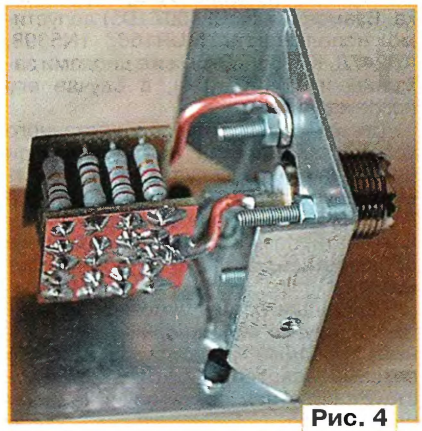

Рис. 4
**Согласованная нагрузка (рис. 4 https://lh6.googleusercontent.com/-o0LswvfcjQQ/T1vijPoinFI/AAAAAAAADW4/qxHOPSbDSHA/s720/DSC_0658.jpg).** Содержит 20 (для получения сопротивления 50 Ом) резисторов номиналом 1 кОм и мощностью 2 Вт. Резисторы соединены параллельно с помощью двух стеклотекстолитовых плат, в которых просверлено нужное число отверстий для их выводов. Такое соединение надёжно и обладает достаточно малой индуктивностью. Блок резисторов помещён в алюминиевый корпус с коаксиальным разъёмом. Проверка показала, что рассеиваемая нагрузкой мощность может безопасно достигать 60...70 Вт.